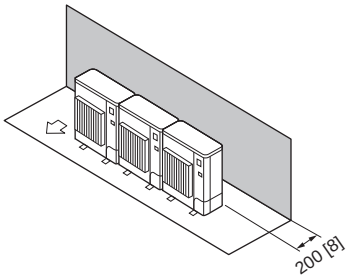

Fig. 2-12
1. Obstáculos solo en la parte trasera (Fig. 2-12)